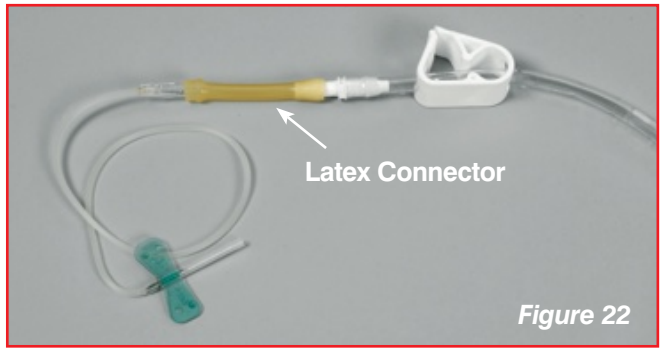

Figure 22
7. Connect IV Bag A with the latex connector to the IV needle or butterfly tubing. ***(See Figure 22.)***